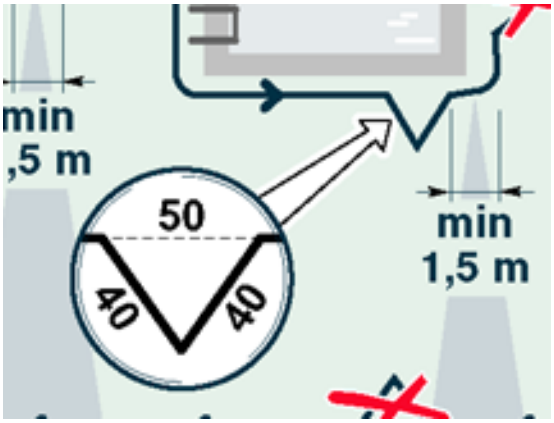

Bild 57 - Pfeilabmessungen
Zur Benutzung der Option „Rasche Rückkehr“ ist eine spezielle Installation des Drahtes notwendig, der so genannte „Pfeil“ (siehe Bild 57).
- **Die Pfeilabmessungen in Bild 57 sind ungefähre Angaben. In manchen Situationen, insbesondere wenn Räder durchdrehen, könnte es notwendig sein, die Abmessungen zu erhöhen. Es wird angeraten, die korrekte Erkennung der Pfeile zu Ende der Installation bei nicht voll aufgeladenen Batterien zu überprüfen. Im Einzelnen könnte es notwendig sein, die Abmessungen auf 50 cm x 50 cm x 50 cm zu erhöhen.**